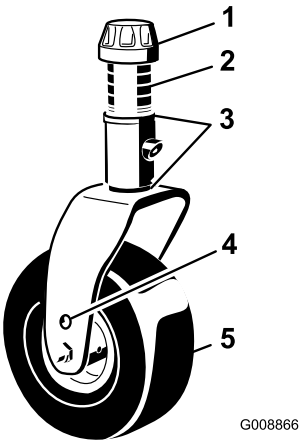

Figuur 78
1. Verwijder de klemkapjes van de spilas en schuif de as uit de zwenkwielarm (Figuur 78). Verplaats indien nodig de opvulstukken om het zwenkwiel hoger of lager te zetten totdat het maaidek de correcte schuinstand heeft